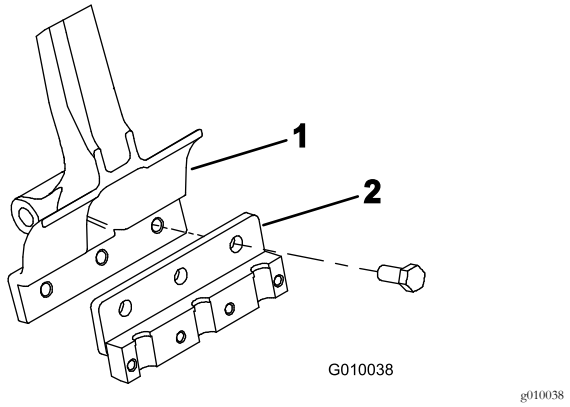

Figur 22
3. Fest en pipeholder på hver pipearm med tre bolter (1/2 x 1 1/4 tomme) (Figur 22). Stram boltene med et moment på 101,6 N·m.